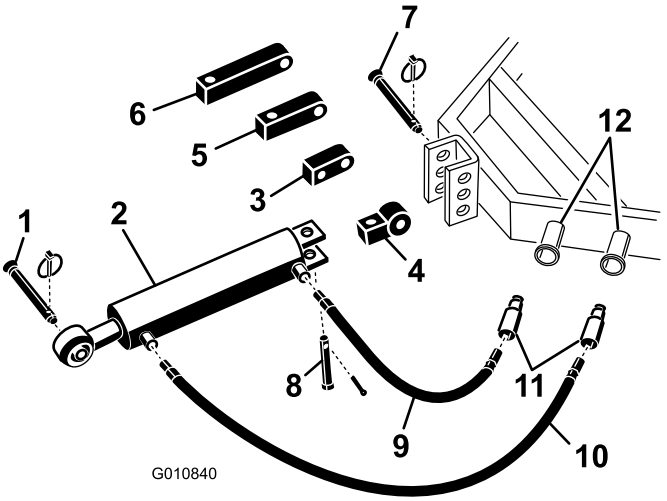

Rysunek 5
1. Zamocuj końcówkę łącznika hydraulicznego łącznika górnego do traktora za pomocą sworzni dostarczonych wraz z traktorem (Rysunek 5). Ustaw hydrauliczny łącznik górny tak, aby tłoczysko siłownika było skierowane w stronę aeratora. Złącza siłownika powinny być skierowane w kierunku złączy pomocniczej hydrauliki siłowej traktora.
Informacja: Jeżeli siłownik hydrauliczny musi być ustawiony złączami hydraulicznymi skierowanymi do góry, w celu zmiany ustawienia siłownika użyj łącznika obracającego zamiast łącznika standardowego (Rysunek 5). Zamiast łącznika obracającego można użyć kątowych złączy hydraulicznych (nie są one dołączone).
A. Wyjmij sworzeń i zawleczkę mocujące łącznik standardowy do siłownika (Rysunek 5). Odłącz łącznik standardowy od siłownika.
B. Używając wcześniej wyjętego sworznia i zawleczki zamocuj łącznik obracający do siłownika (Rysunek 5).
2. Podłącz przewód hydrauliczny o dł. 106 cm do złącza hydraulicznego łącznika górnego umieszczonego bliżej aeratora Rysunek 5. Pokryj gwint przewodu taśmą teflonową lub środkiem do uszczelniania gwintów, aby wyeliminować nieszczelności.
3. Podłącz przewód hydrauliczny o dł. 76 cm do złącza hydraulicznego łącznika górnego umieszczonego bliżej traktora Rysunek 5. Pokryj gwint przewodu taśmą teflonową lub środkiem do uszczelniania gwintów, aby wyeliminować nieszczelności.
Jeżeli siłownik hydrauliczny nie sięga do wspornika aeratora, zamiast łącznika standardowego do połączenia siłownika z traktorem użyj łącznika przedłużającego (Rysunek 5).
B. Używając wcześniej wyjętego sworznia i zawleczki zamocuj do siłownika łącznik przedłużający o odpowiedniej długości (Rysunek 5).